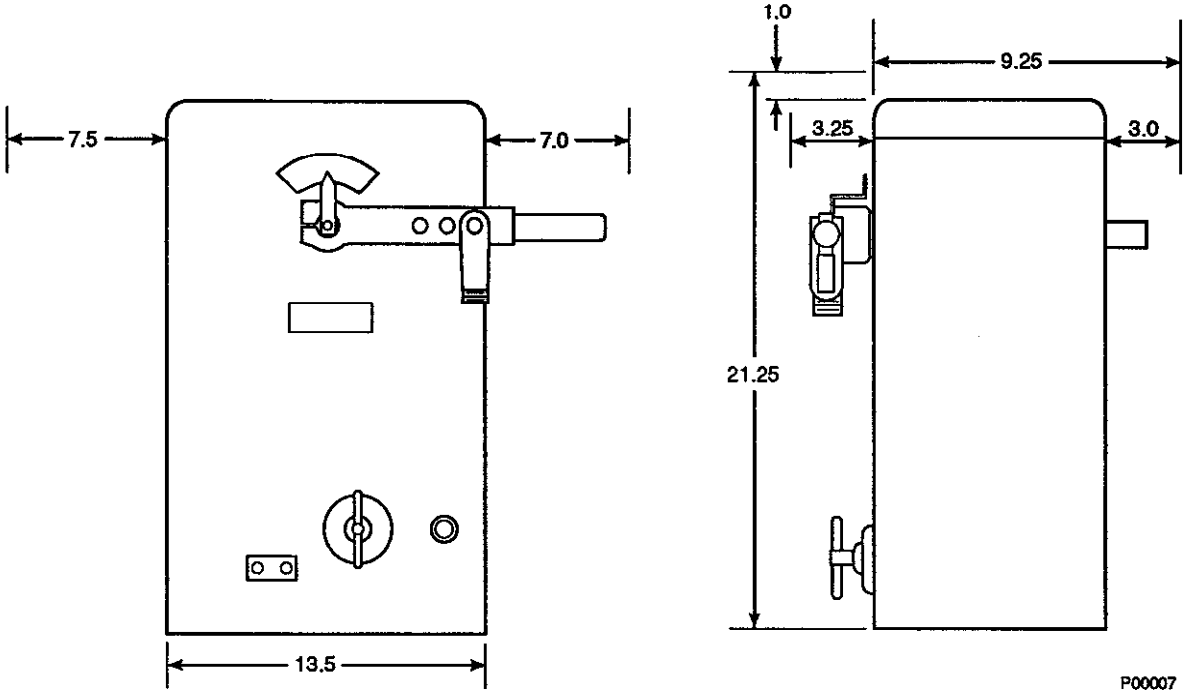

Figure 2-1. Clearance Requirements
a. **Working Clearance Requirements.** Make sure area is clear of obstructions that will interfere with power positioner operation and maintenance. For standard unit, allow an open area of 22 inches (vertically from foundation) by 16 inches (side to side) by 28 inches (front to back). This will allow for removal of dust cover, maintenance, and full travel of operating lever. For extended cover unit, allow an additional 4 inches vertically (26 inches from foundation) for increased space requirements of this power positioner (Figure 2-1).